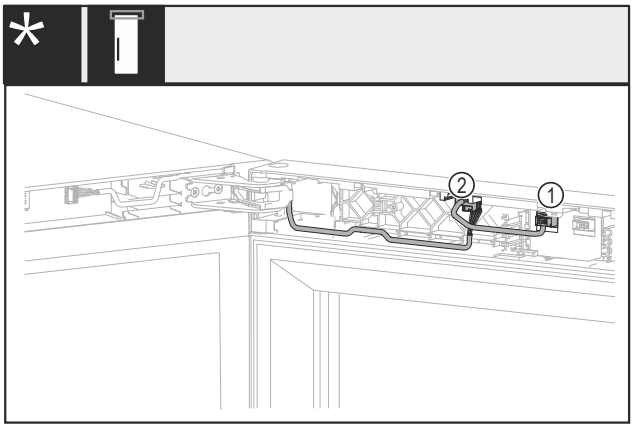

Fig. 9 Ohne Schloss oder mit mechanischem Schloss
▶ Stecker *Fig. 9 (1)* herausziehen.
▶ Stecker *Fig. 9 (2)* herausziehen.